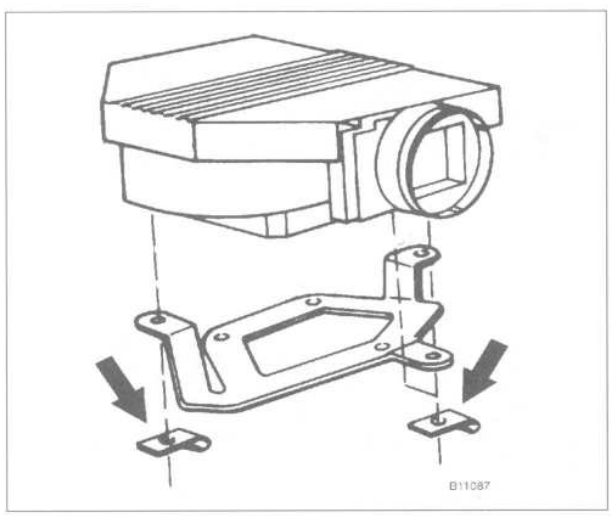

Fig. 5. Air flow sensor mounting clips on M30 engine (**arrows**).
2. Remove the retaining clips from the underside of the air flow sensor and remove the sensor. See Fig. 5.